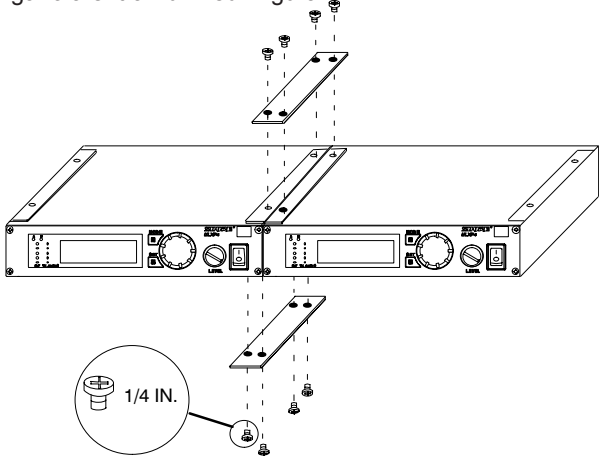

FIGURA 51
2. Inserite le barre per fissaggio affiancato, in dotazione, negli incassi situati nella parte superiore e inferiore dei ricevitori, in modo che si sovrappongano a entrambi. Vedi Figura 51.